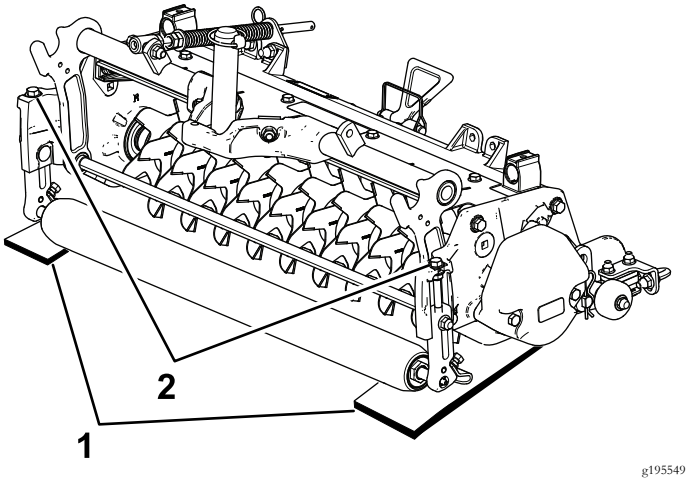

Figura 9
2. Coloque 2 barras indicadoras, que têm profundidade pretendida de penetração da lâmina abaixo do solo, sob os rolos dianteiro e traseiro do cilindro da unidade de corte vertical (em cada extremidade do cilindro) (Figura 9).
3. Rode o parafuso de ajuste em cada suporte da altura de corte (Figura 9) de forma a que as lâminas do cilindro fiquem em contacto com a superfície nivelada em ambas as extremidades.